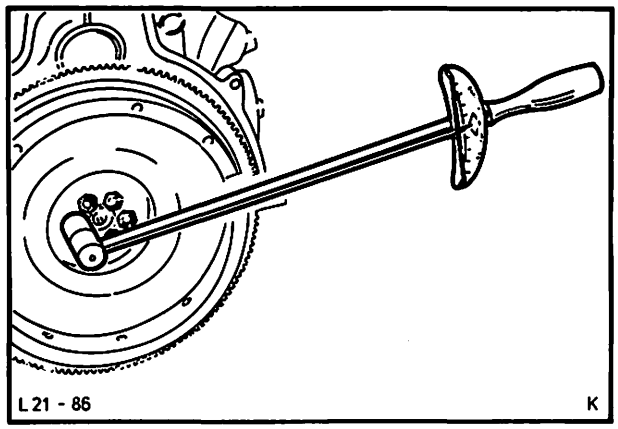

Abb. 175 Schwungscheibe befestigen
54. Motor schwenken. Hintere Zwischenplatte ansetzen und Schwungscheibe mit vorgeschriebenem Drehmoment festziehen, Abb. 175.